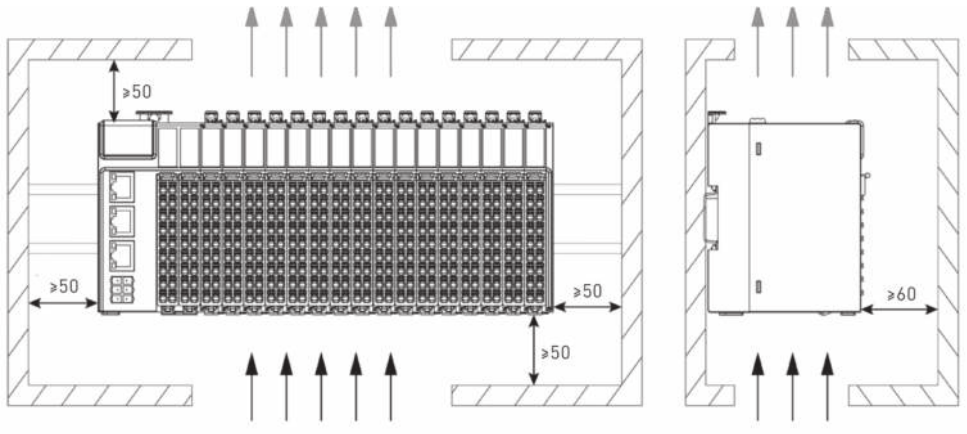

Рисунок 9. Условия соблюдения естественного теплоотвода
4. Теплоотвод осуществляется за счёт естественной конвекции. Для обеспечения нормального теплового режима необходимо соблюдать следующие условия (рисунок 9):